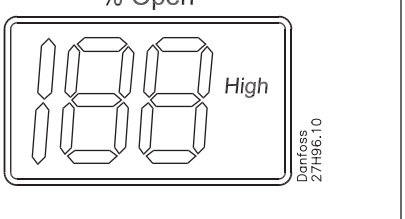

Fig. 6
- ***High*** represents that ICAD is operating the ICM valve like an ON / OFF solenoid valve with high speed according to a digital input signal (see fig. 6).